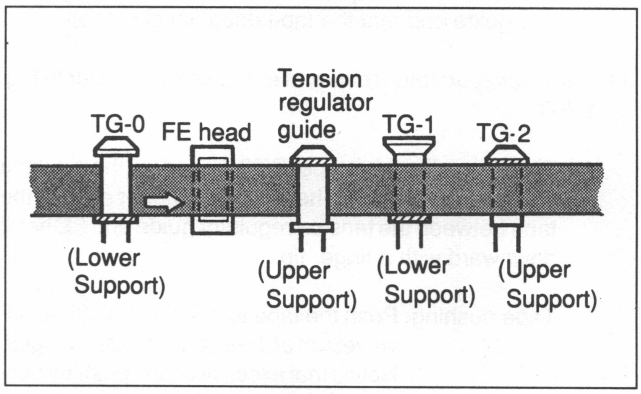

Fig. 8-5-6. Adjust Tape Entrance Side
(1) Turn the tracking control so that the RF waveform amplitude is maximum.
(2) Turn the tracking control clockwise, and adjust the RF waveform amplitude to 80% of its maximum level.
6. Tentatively adjust the TG-1 guide height so that the tape does not touch the upper and lower flanges of the TG-1 guide. (Refer to Fig. 8-5-6.)